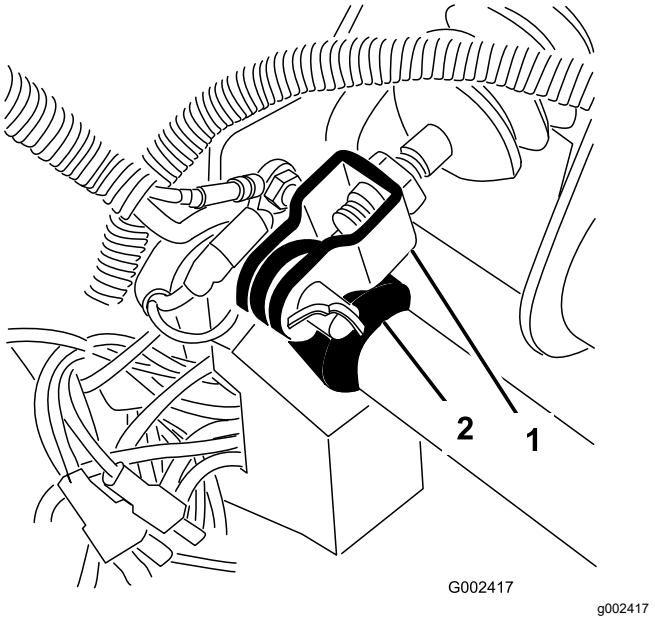

**Bild 58**
1. Nehmen Sie den Splint und Lastösenbolzen ab, mit denen das Hauptzylinderjoch am Bremspedalgelenk befestigt ist (Bild 58).